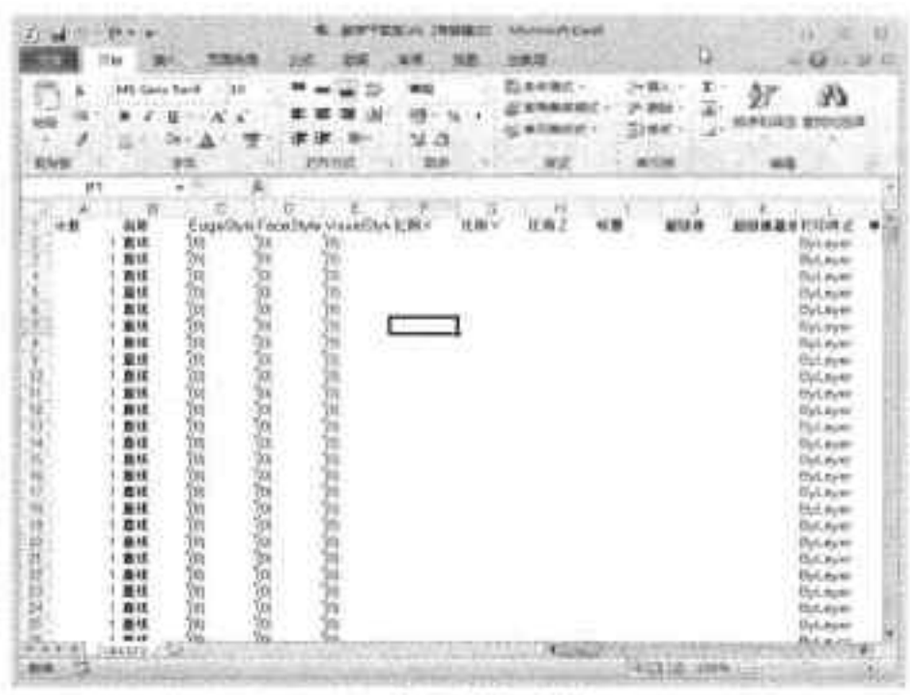

图7-33 查看数据信息
Step 10 单击“完成”按钮后将启动 Excel 软件，打开所提取的块属性文件，从中即可看到所提取的数据信息，如图 7-33 所示。